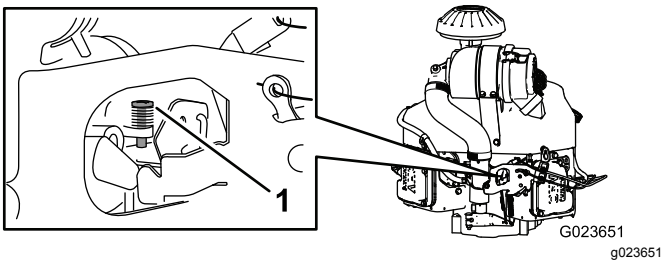

**Figur 67**
4. Juster stoppskruen på forgasseren (Figur 67) slik at tomgangshastigheten er 1350 til 1550 o/min.